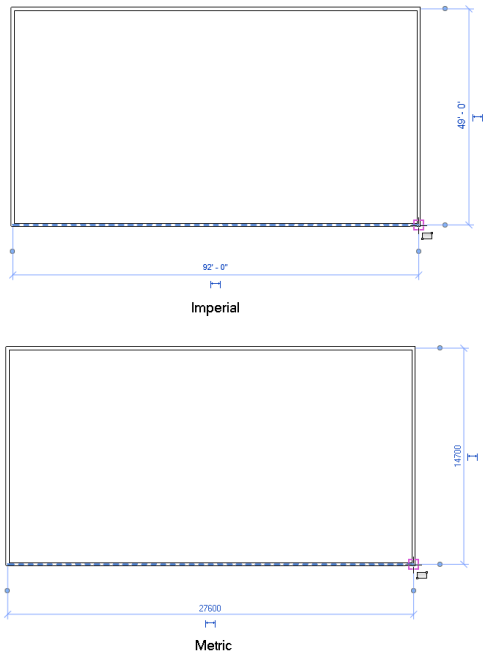

Figure 3-59 *The temporary dimensions being displayed on the sketched wall*
2. Click between the four elevation symbols in the drawing area to specify the first point. Next, move the cursor toward bottom right to draw a rectangle. On doing so, a rectangle starts creating from a specified point. Now, click to specify the endpoint, as shown in Figure 3-59.